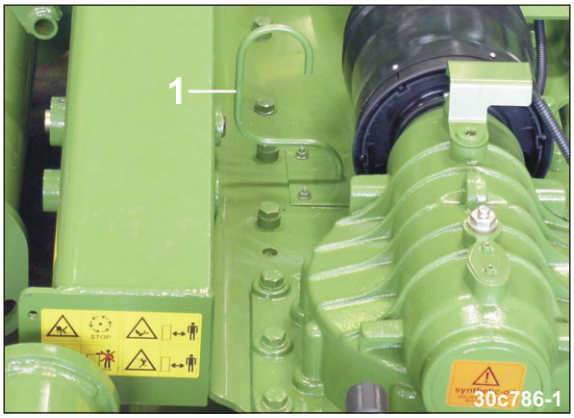

Fig. 240
1. Kontroller udluftningsslangen (Fig. 240/1) for karret til det cylindriske tandhjul for utæthed.